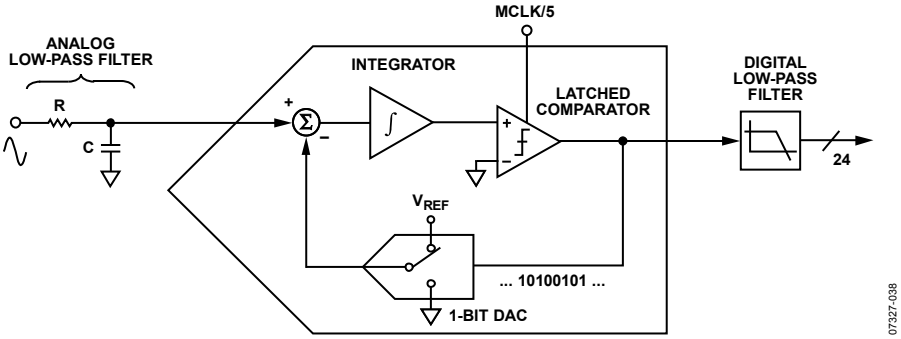
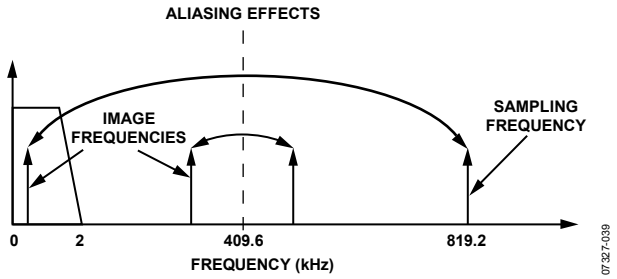

Figure 38. First-Order Σ-Δ ADC
Figure 39. ADC and Signal Processing in Current Channel Outline Dimensions
For simplicity, the block diagram in Figure 38 shows a first-order Σ-Δ ADC. The converter is made up of the Σ-Δ modulator and the digital low-pass filter.
Figure 38 also shows an analog low-pass filter (RC) on the input to the modulator. This filter is present to prevent aliasing, an artifact of all sampled systems. Aliasing means that frequency components in the input signal to the ADC, which are higher than half the sampling rate of the ADC, appear in the sampled signal at a frequency below half the sampling rate. Figure 39 illustrates the effect. Frequency components (the black arrows) above half the sampling frequency (also known as the Nyquist frequency, that is, 409.6 kHz) are imaged or folded back down below 409.6 kHz. This happens with all ADCs regardless of the architecture. In the example shown in Figure 39, only frequencies near the sampling frequency (819.2 kHz) move into the band of interest for metering (40 Hz to 2 kHz). This allows the use of a very simple low-pass filter (LPF) to attenuate high frequency (near 819.2 kHz) noise and prevents distortion in the band of interest.
For conventional current sensors, a simple RC filter (single-pole LPF) with a corner frequency of 10 kHz produces an attenuation of approximately 40 dB at 819.2 kHz (see Figure 39). The 20 dB per decade attenuation is usually sufficient to eliminate the effects of aliasing for conventional current sensors. However, for a di/dt sensor such as a Rogowski coil, the sensor has a 20 dB per decade gain. This neutralizes the −20 dB per decade attenuation produced by one simple LPF. Therefore, when using a di/dt sensor, care should be taken to offset the 20 dB per decade gain. One simple approach is to cascade two RC filters to produce the −40 dB per decade attenuation needed.